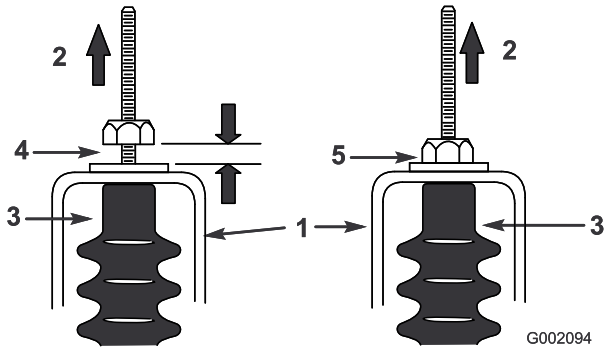

Figura 68
5. Tirate verso l'alto ciascun cavo del cambio e verificate che vi sia un gioco di 0,76–1,52 mm tra il dado con rondella e la staffa di folle (Figura 68).